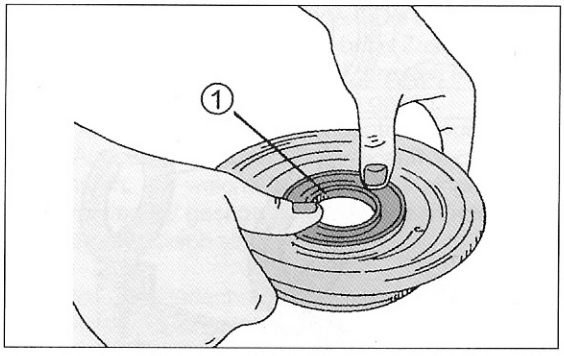

Bild 227
- Alle Aufnahmeflächen einfetten und das Nadelrollen-Drucklager in den Federteller eindrücken, wie es in Bild 227 gezeigt ist. Falls es sich schwer einsetzen lässt, kann man es vorsichtig mit einem Kunststoff- oder Gummihammer einschlagen. Auf keinen Fall beschädigen.